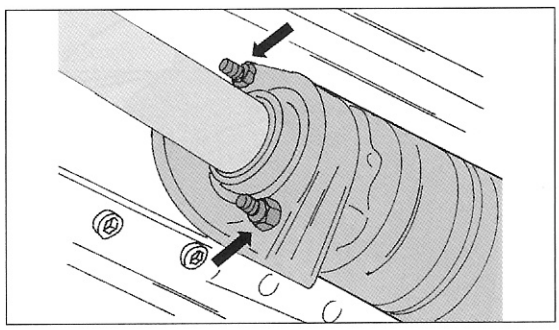

Bild 215
- Die beiden Muttern des Stützlagers in Bild 215 lösen und die Köpfe der Exzenterschrauben um eine viertel Umdrehung von ihrer ursprünglichen Lage verdrehen. Die Welle danach vollkommen herausziehen.